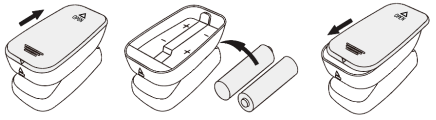

Figure 3. Installation des piles
Étape 1. Se référer à la figure 3 et insérer deux piles AAA en respectant les pôles.